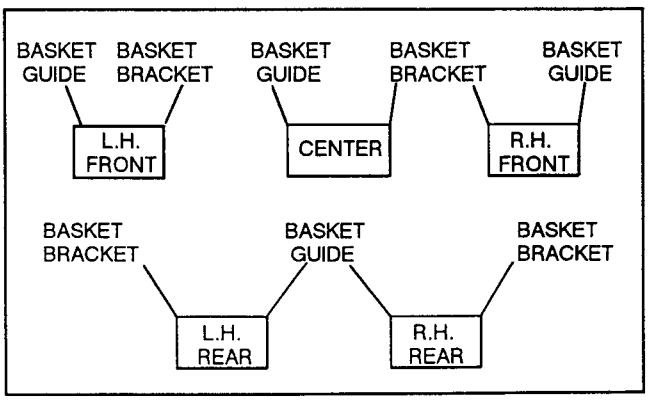
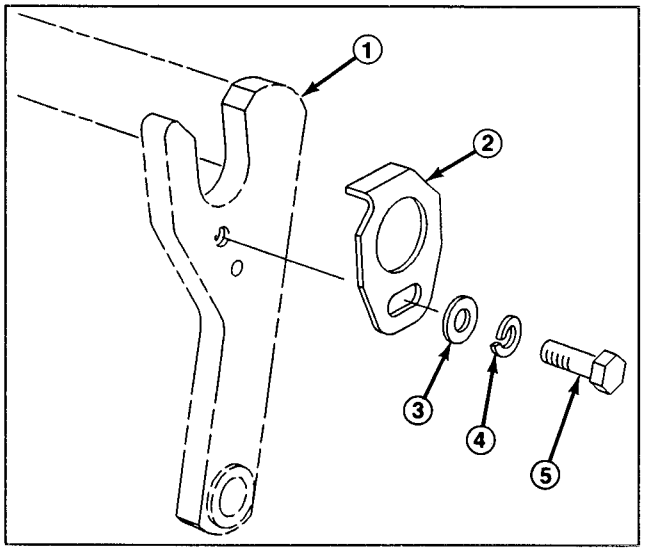
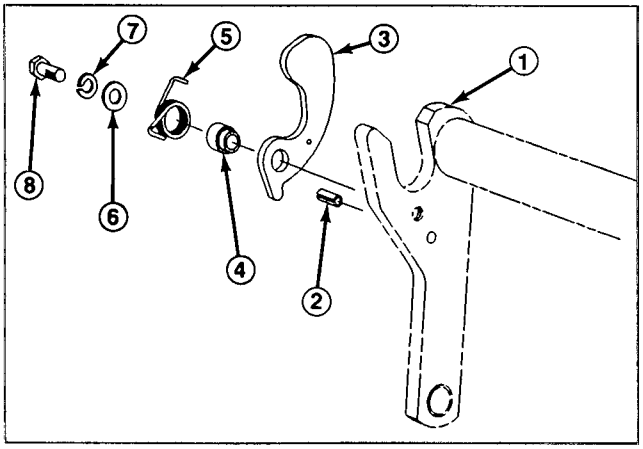
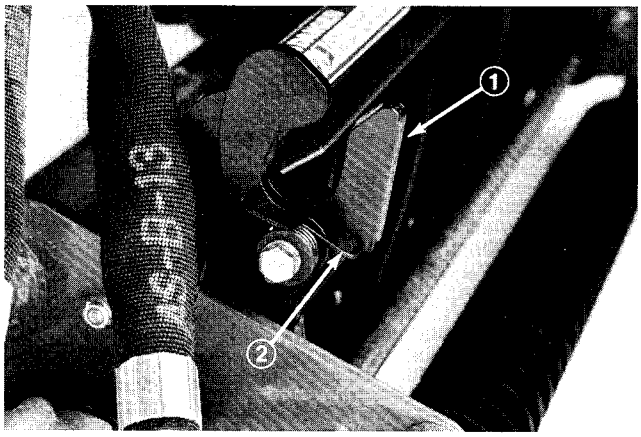

Figure 7
Figure 8
Figure 9
Figure 10
INSTALL CUTTING UNITS (Fig. 7–15)
2. Using chart below (Fig. 7) determine the locations at which basket guides or basket brackets must be mounted to cutting unit carrier frames.
3. Mount a basket guide (Fig. 8) to the appropriate side of each cutting unit carrier frame (see figure 7) with a capscrew (5/16 x 1/2" lg.), flatwasher and lockwasher as shown in figure 8.
4. Install a roll pin (Fig. 9) into hole in appropriate side of each cutting unit carrier frame (Fig. 7).
5. On the same side of carrier frame as roll pin is installed, mount a basket bracket with a 5/16 x 1–1/2" lg. capscrew , lockwasher, flatwasher,torsion spring, basket collar as shown in figure 9. Torsion springs are different for L.H. and R.H. sides of carrier frames. Three are (2) L.H. and (3) R.H. springs. Longer leg of spring is to be positioned forward as shown in Fig. 10.